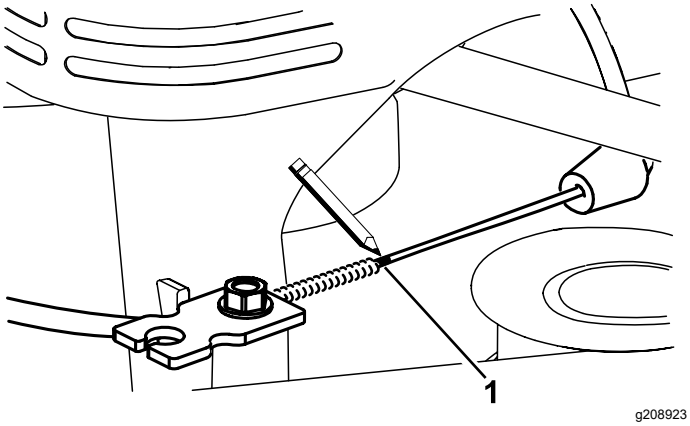
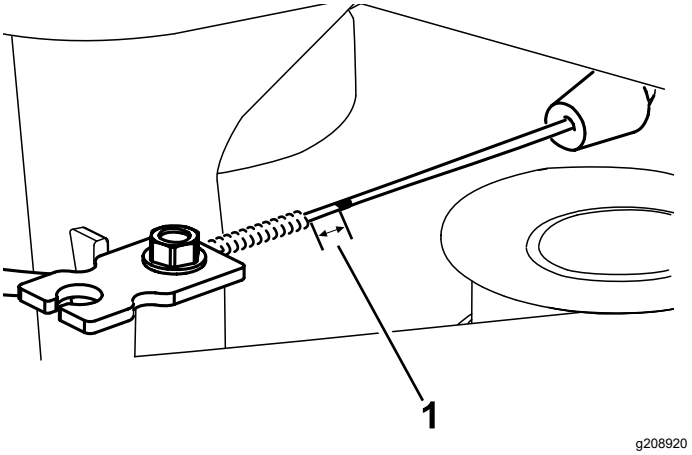

Figura 41
Figura 42
7. Marque el cable de freno (Figura 41), luego ajuste la cubierta hasta que quede aproximadamente 11 mm (7/16") de holgura (Figura 42).